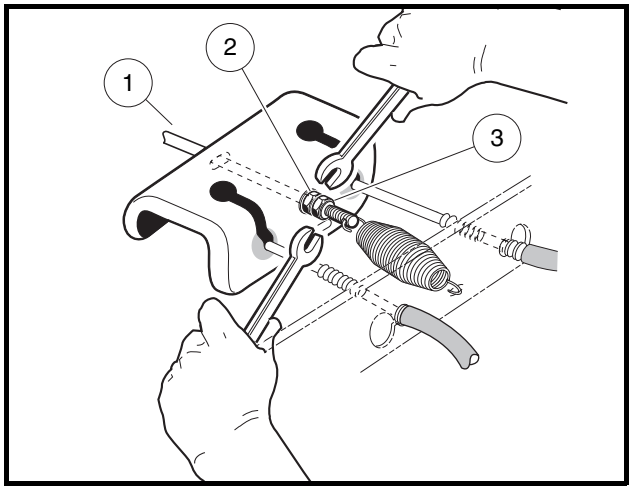

Figure 5-20 Loosen Rear Brake Equalizer Rod Nuts
2.2. To provide slack in the brake cables, loosen the equalizer retaining nuts (2 and 3) on the equalizer rod (1) **(Figure 5-20, Page 5-16).**